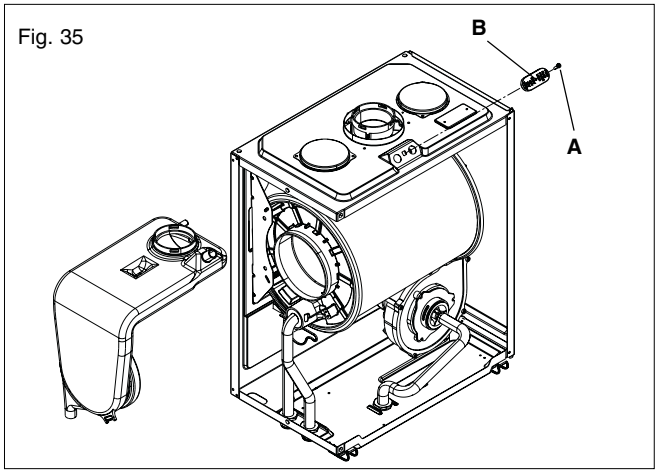
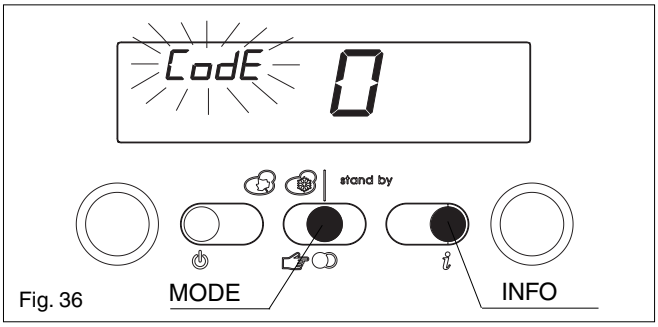

Fig. 35
Fig. 36
6.21 FLUE COLLECTOR REMOVAL (fig. 35)
To check or adjust the service parameters you must first access the service mode. This mode is only accessible in OFF mode. To access the service mode: push INFO and MODE buttons at the same time for 10 seconds to enter the adjusting menu. The display shows "CodE" (see fig. 36). Push MODE button and select the service parameters code by turning the RH (right-hand) encoder and confirm it by pushing MODE button.
Isolate the appliance from the electrical supply and remove the appliance casing as described in 4.7.1. Set the flue gas analyser to read CO_2 and insert the probe into the flue analysis test point (**A, B** fig. 35). Restore the electrical supply to the boiler and switch on the boiler. To adjust the gas valve you must first access the adjusting mode. This mode is only accessible in STANDBY mode. To access the adjusting mode: push INFO and MODE buttons at the same time for 10 seconds to enter the adjusting menu. The display shows "CodE" (see fig. 36). Push MODE button and select the adjust parameters password by turning the RH (right-hand) encoder and confirm it by pushing MODE button. The following functions are available in this mode.
- Insert the flue gas analyser probe into the flue gas test point (see fig. 35).